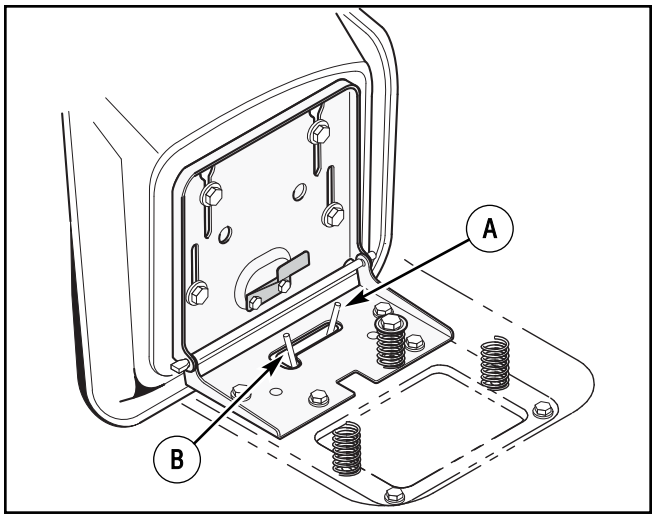

Figure 13: Automatic drive disconnect
1. The **automatic drive disconnect** must be in the DRIVE position (Figure 13).
3. Move and latch the **automatic drive disconnect** in the PUSH position (Figure 13). The transmission is now released and the unit can be pushed.